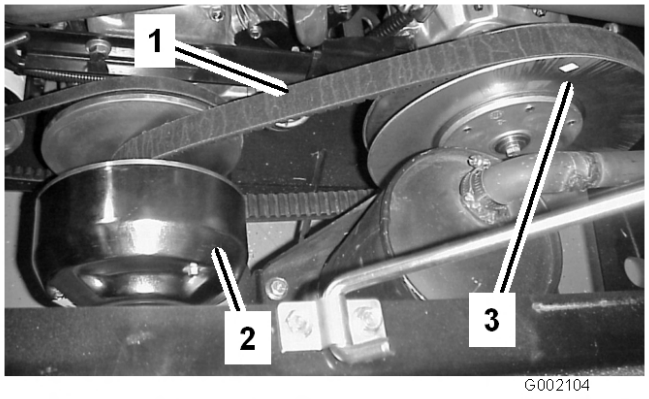

Figuur 52
3. Laat de riem (Figuur 52) ronddraaien en controleer deze op overmatige slijtage of beschadigingen. Vervang de riem indien dit nodig is.
1. Laat de drijfriem over de secundaire koppeling ronddraaien (Figuur 52).
2. Verwijder de riem van de primaire koppeling (Figuur 52).